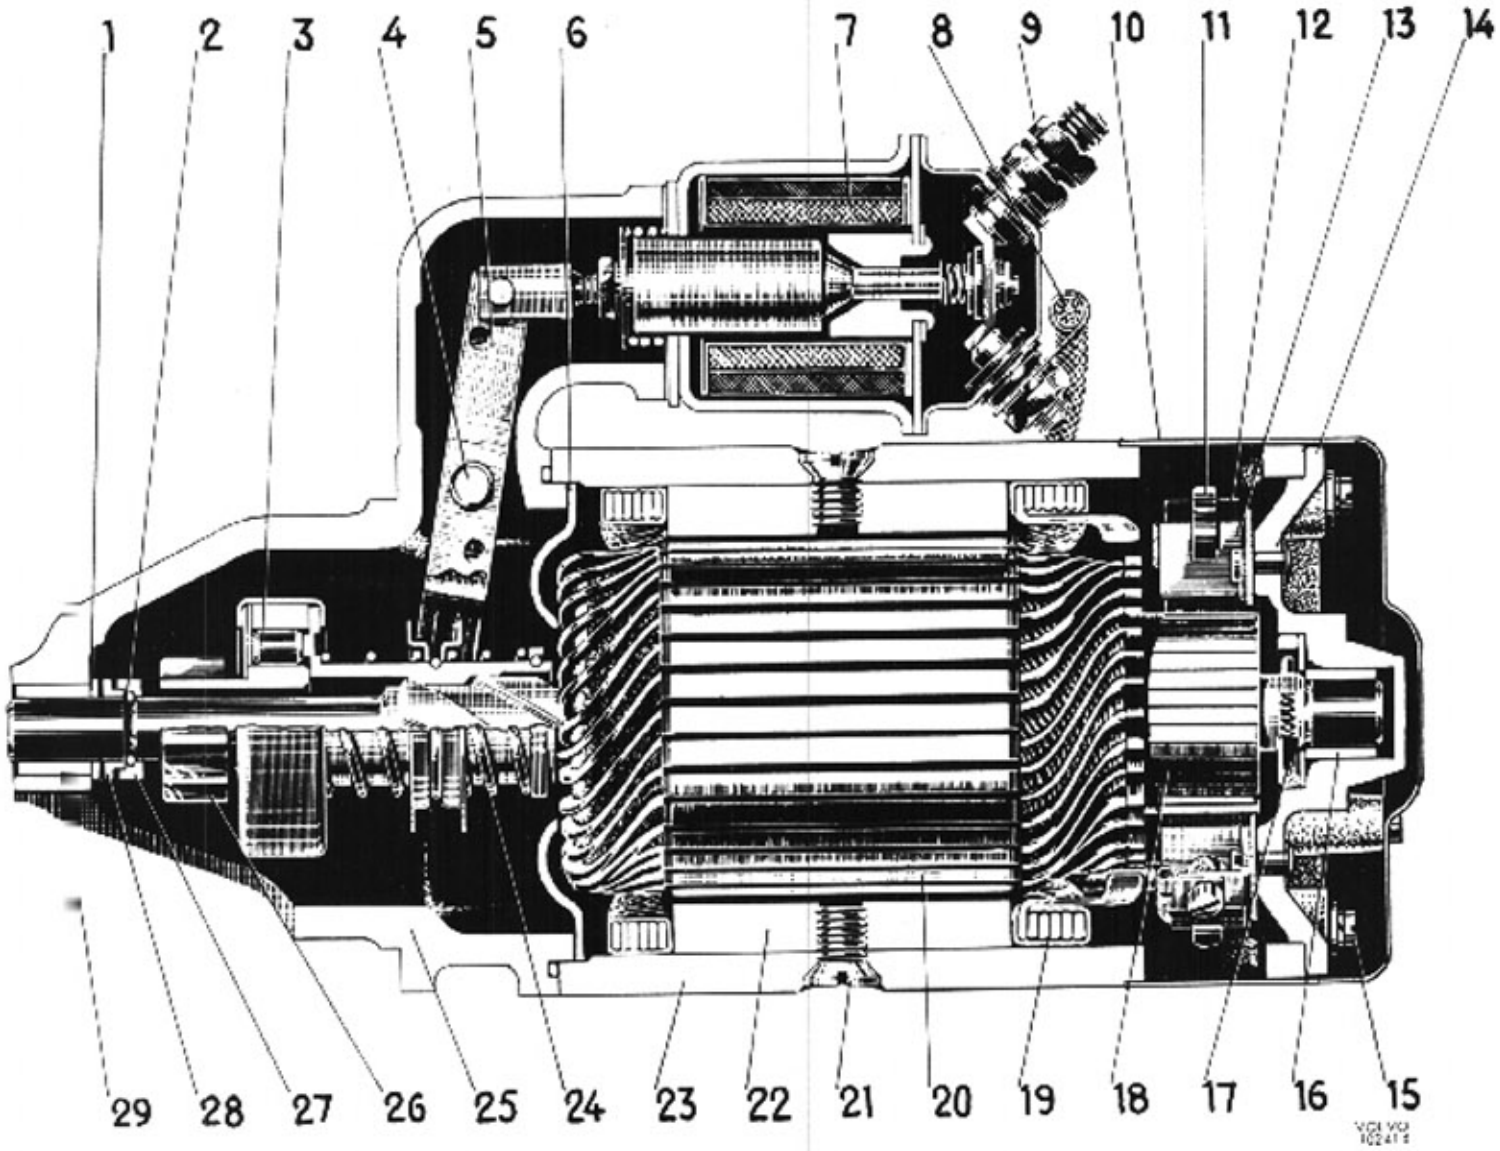

Bild 33-22. Startmotor
Startmotorn EGE 1/24 R 303 på raptgbil 9033 och pltgbil 9034 är av stänkskyddat utförande och utförd för systemspänningen 24 volt. Den är i stort uppbyggd som startmotor EGD 1/12 AR 37 för pltgbil 903. Skiljaktigheterna inskränker sig till att den har ett mellanlager (6 bild 33-22), ändrad lagersköld (14) och skyddskåpa (10). Reparationsanvisningarna för EGD 1/12 AR 37 gäller även för EGE 1/23 R 303 med beaktande av ovannämnda skillnader. Se även bild 33-23 och 33-24.